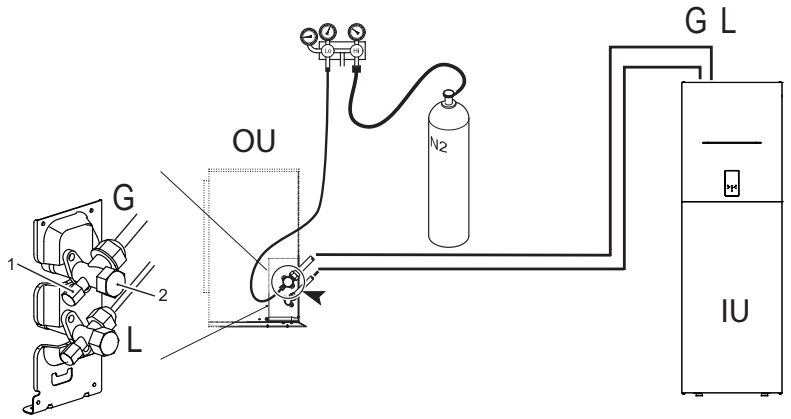

Abb. 13 - Luftdichtheitsprüfung und Leckdetektion
- Entfernen Sie bei vollständig geschlossenen Hähnen der Außeneinheit die Kappe des Versorgungshahns (Det. 1 - Abb. 13) und das Anschlussstück (Det. 2 - Abb. 13) des Gasventils (das größere)